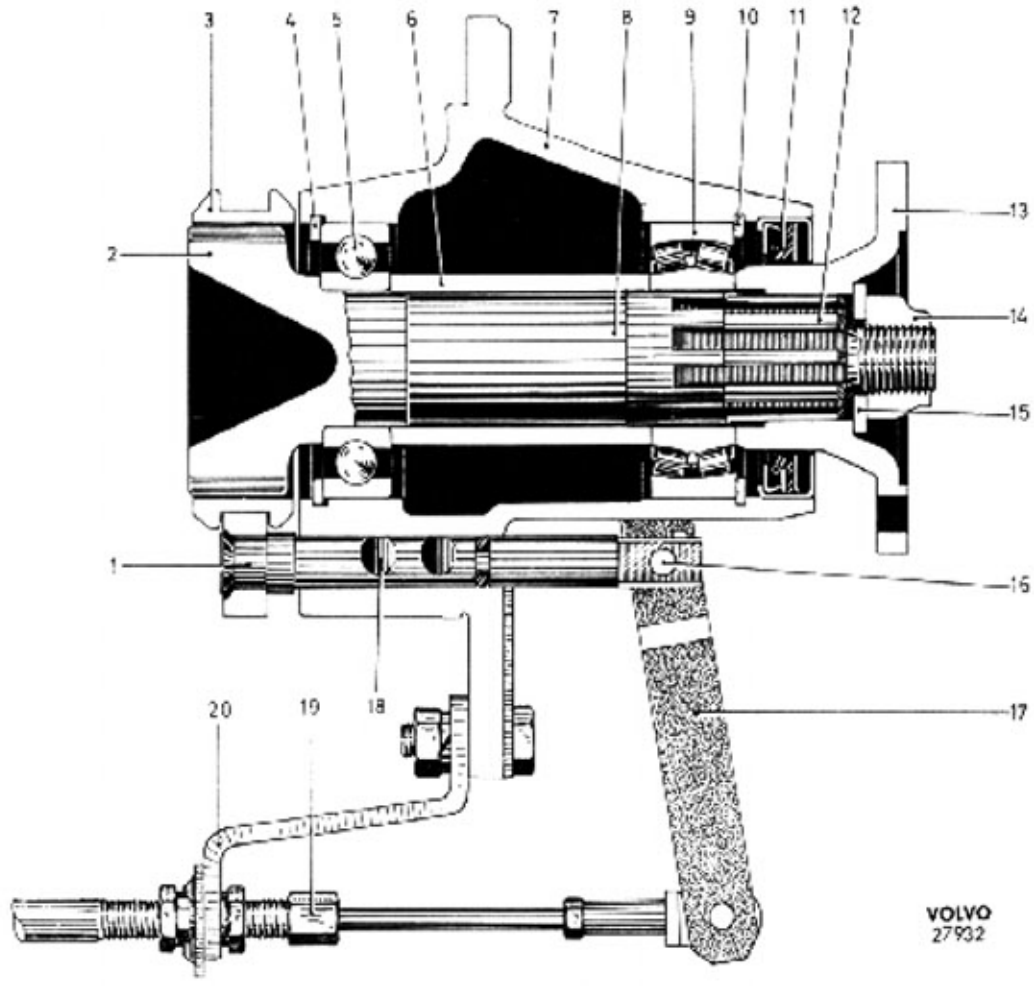

Bild 48-1. Kraftuttag
Kraftuttaget (bild 48-1) består av ett hus i vilket en axel är lagrad. Axeln är i sin ena ände försedd med ett kugghjul. Detta kan genom kopplingshylsan (3) och skiftgaffeln (1) bringas i ingrepp med ett kugghjul på växellådans huvudaxel.
2. Demontera regleranslutningen vid konsolen (20) bild 48-1.
3. Koppla loss uttagets medbringare (13) från kardanknutens medbringare.
3. Lossa mutter (14 bild 48-1) för medbringare (13). Använd SVO 2409 som mothåll. Drag därefter av medbringaren medelst avdragare SVO 2261.
4. Pressa ut axeln (8) ur huset (7) mot kopplingssidan.
5. Tag bort låsringen (4) för främre lager (5). Drag ut lagret med utdragare SVO 1821.
6. Driv ut tätningsringen (11) med dorn SVO 2337. Avlägsna låsringen (10) och drag ut bakre lagret (9) på samma sätt.
2. Sätt i distanshylsan (6 bild 48-1) och tryck i främre lagret. Lås även detta med en låsring.